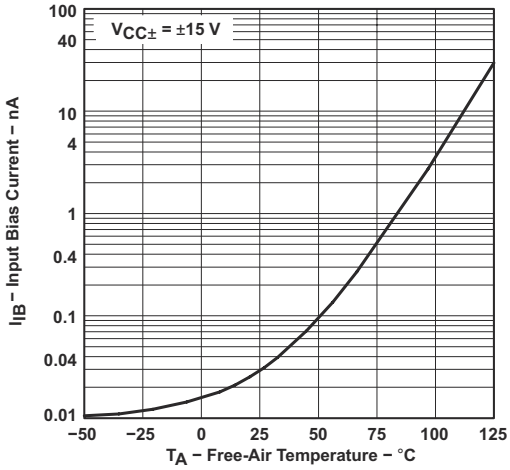

Figure 6-12. Input Bias Current vs Free-Air Temperature
(1) All characteristics are measured under open-loop conditions with zero common-mode input voltage unless otherwise specified. Full range for T_A is 0°C to 70°C for TL06xC, TL06xAC, and TL06xBC and –40°C to 85°C for TL06xI.
(2) Input bias currents of an FET-input operational amplifier are normal junction reverse currents, which are temperature sensitive, as shown in Figure 6-12. Pulse techniques are used to maintain the junction temperature as close to the ambient temperature as possible.
(3) Specified by design and characterization; not production tested.
(1) All characteristics are measured under open-loop conditions with zero common-mode input voltage, unless otherwise specified. Full range for T_A is 0°C to 70°C for TL06xC, TL06xAC, and TL06xBC and –40°C to 85°C for TL06xI.
(3) Assured by design and characterization; not production tested.
(1) This parameter is not production tested.
(2) All characteristics are measured under open-loop conditions, with zero common-mode voltage, unless otherwise specified.
(3) Input bias currents of an FET-input operational amplifier are normal junction reverse currents, which are temperature sensitive, as shown in Figure 6-12. Pulse techniques are used to maintain the junction temperature as close to the ambient temperature as possible.
(4) Specified by design and characterization; not production tested.